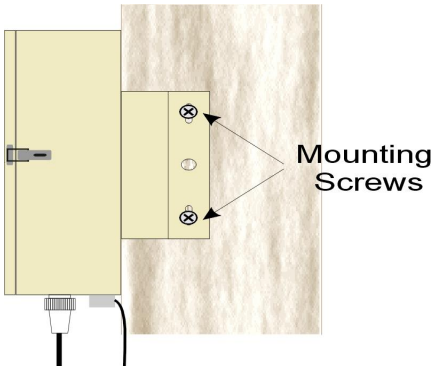

Figure 2.1 - Wooden Pole Mounting
4. Attach the controller to the pole (figures 2.1 and 2.2")
To mount the controller to a wooden pole, use suitable wood screws and the slots provided in the mounting bracket. Insert a minimum of 4 screws (one per slot) to ensure solid mounting. Refer to *Figure 2-1* for screw slot locations. It is advisable to use washers on each screw if the screw heads are smaller than the slot dimensions.